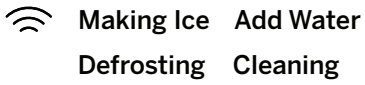

Figure 3
3. L'anneau témoin autour du bouton commencera à clignoter en jaune. Touchez le bouton et la machine à glaçons Opal pour commencer le cycle de rinçage automatique. Voir Figure 3.